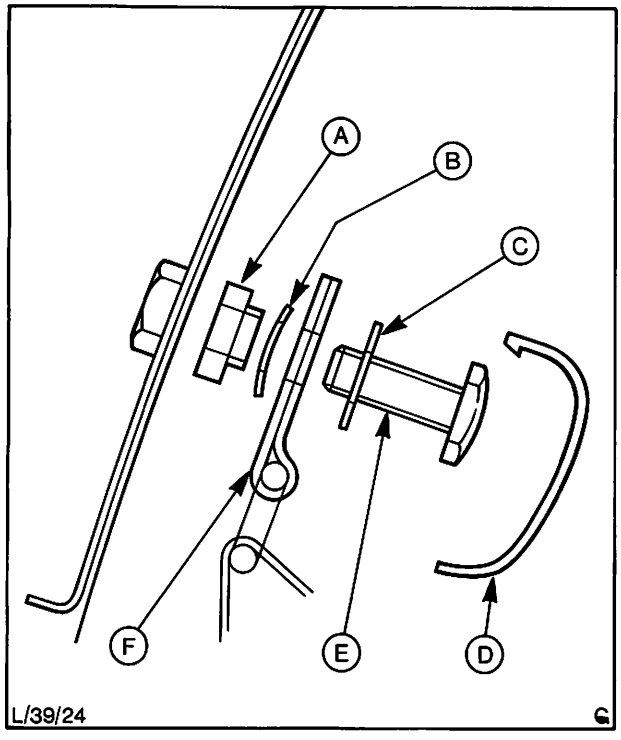

Abb. 24 Obere Befestigung – „B"-Säule
1. Abdeckung an der „B"-Säule oben abziehen, Befestigungsbolzen, Beilagscheibe, Federring und Distanzstück entfernen, Abb. 24. Einheit von der „B"-Säule entfernen.